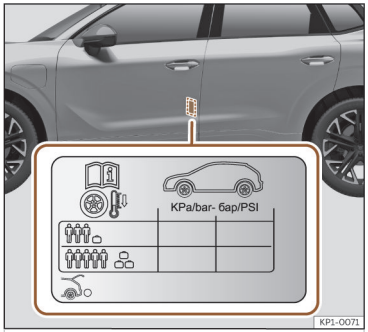

Abb. 234 Einbauort des Aufklebers für den Reifenfülldruck.
- Passen Sie bei größerer Zuladung den Reifendruck entsprechend an ››› **(Abb. 234)**.
Die Angaben zum Reifenfülldruck befinden sich auf dem Aufkleber an der Fahrertürsäule ››› **(Abb. 234)**.
Der Reifendruck muss der aktuellen Fahrzeugbeladung angepasst werden. Wenn das Fahrzeug voll beladen werden soll, muss der Reifenfülldruck entsprechend dem auf dem Reifenfülldruck-Aufkleber angegebenen maximalen Wert erhöht werden ››› **(Abb. 234)**.
Füllen Sie bei einem minimierten Notrad (125/70 R16 oder 125/70 R18) auf einen Druck von 4,2 bar, gemäß Angabe auf dem Aufkleber mit den Reifendruckwerten ››› **(Abb. 234)**.
- **Der Fahrer ist verantwortlich für den richtigen Reifenfülldruck an allen Reifen am Fahrzeug. Der empfohlene Reifenfülldruck befindet sich auf einem Aufkleber ››› (Abb. 234).**
- **Immer den richtigen Reifenfülldruck am kalten Reifen einhalten, wie auf dem Aufkleber angegeben ››› (Abb. 234).**